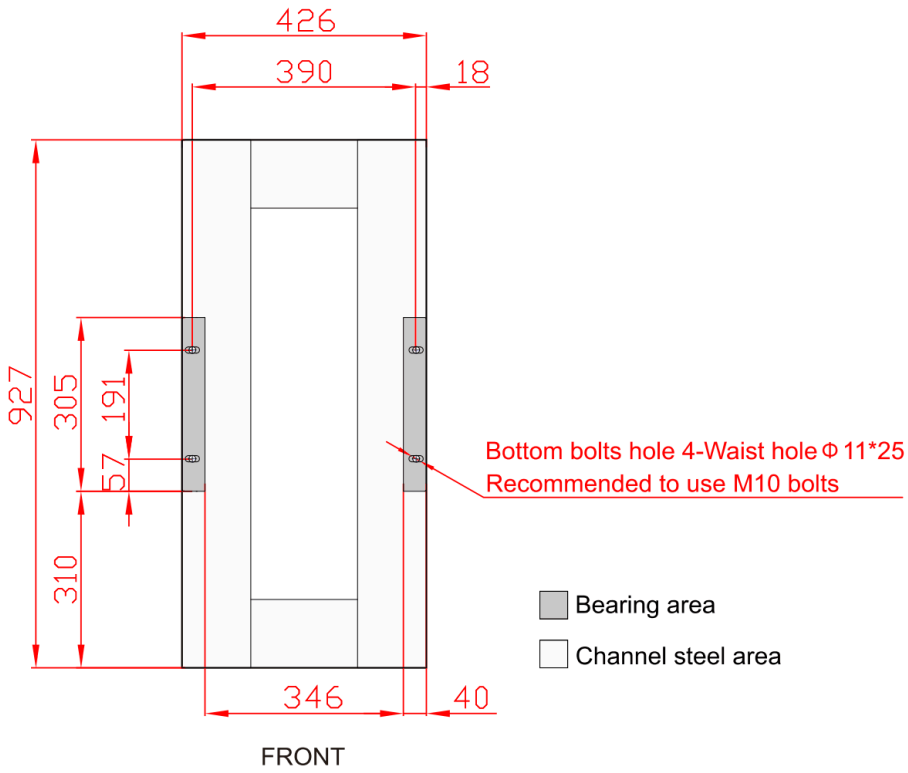

FIGURA 3-11 Quote di installazione consigliate per profilato a C di acciaio (unità: mm)
- Se l'UPS viene installato su un telaio in profilato a C di acciaio, eseguire quattro fori Φ14 mm nel profilato secondo la Figura 3-11 e proseguire con il passo 4.